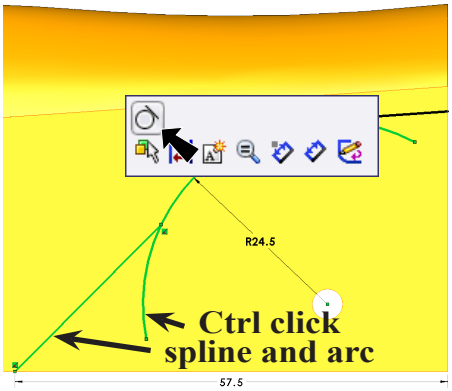

Fig. 97
Step 18. **Ctrl click spline and arc** to select both. Release Ctrl key and click **Make Tangent** on the Content menu, **Fig. 97**.